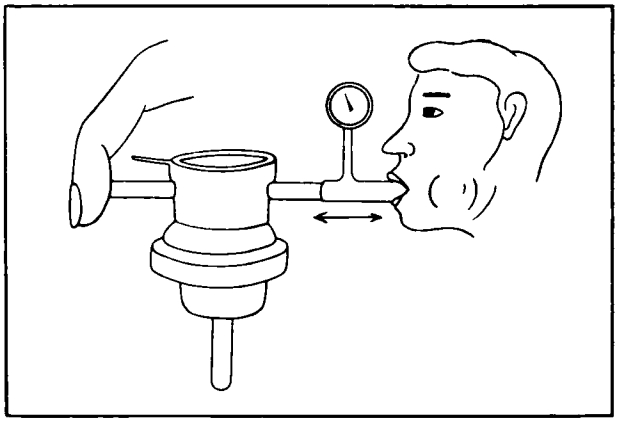

Fig. 1A–66 Checking check valve
2. Blind one end of the check valve by hand, and install the pressure gauge to the other end as shown in Fig. 1A–67.